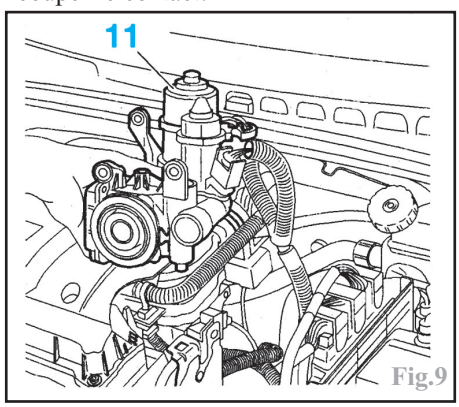

Fig.9
Positionner l'actionneur (11), pattes de fixation vers le haut (Fig.9). Pendant toute la durée de l'opération, maintenir fermement l'actionneur de boîte de vitesses.